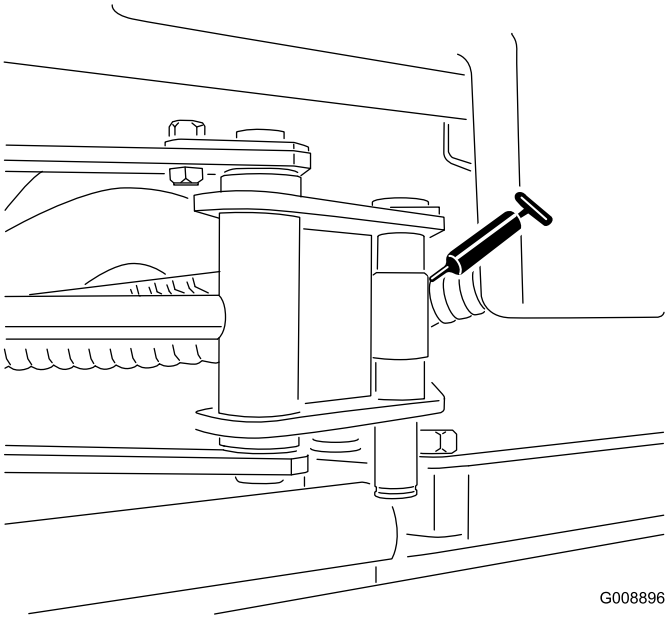

Figur 33
- Sidspolens cylinderändar (2) (Figur 33)